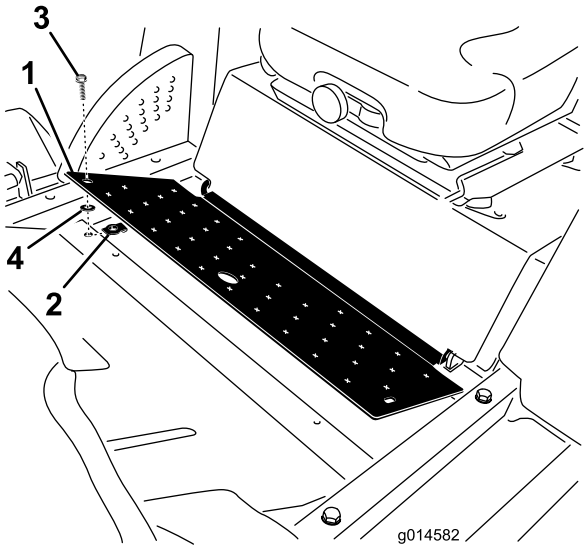

Figura 3
2. Instale una tuerca de retención en el taladro del bastidor situado debajo de la esquina delantera derecha de la chapa de suelo (Figura 3).